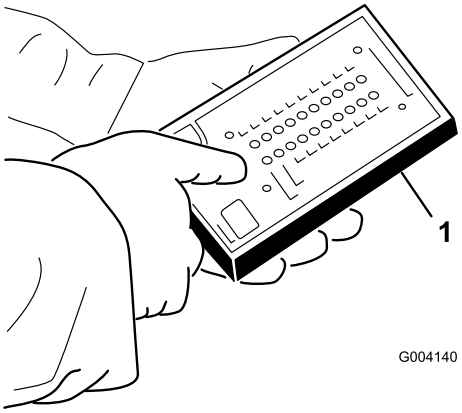

Bild 39
3. Schließen Sie den Stecker der ACE-Diagnostikanzeige an den Kabelbaum an (Bild 39). Stellen Sie sicher, dass sich das richtige Overlayschild auf der ACE-Diagnostikanzeige befindet.